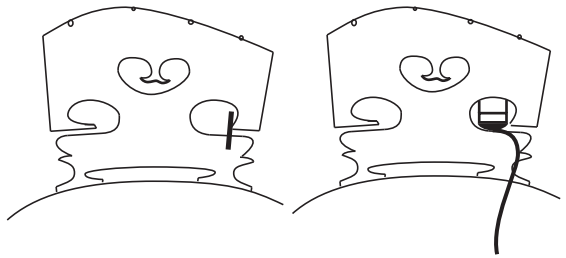

Fig. 4
- Wenn die Steglöcher sehr klein sind, kann es notwendig sein, die Stegflügel zu kürzen, damit der Keil tiefer fixiert werden kann und somit mehr Platz für die Kapsel bleibt, wie in Abb. 4 gezeigt (beim Kontrabass sollte der Korken nicht auf weniger als 6 mm (1/4") abgeschliffen werden).